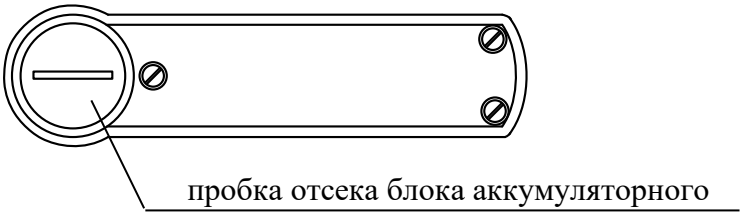

Рисунок 12 – Расположение пробки батарейного отсека
2.11.2.1 Для установки и извлечения блока аккумуляторного выкрутить пробку отсека (см. рис. 12).